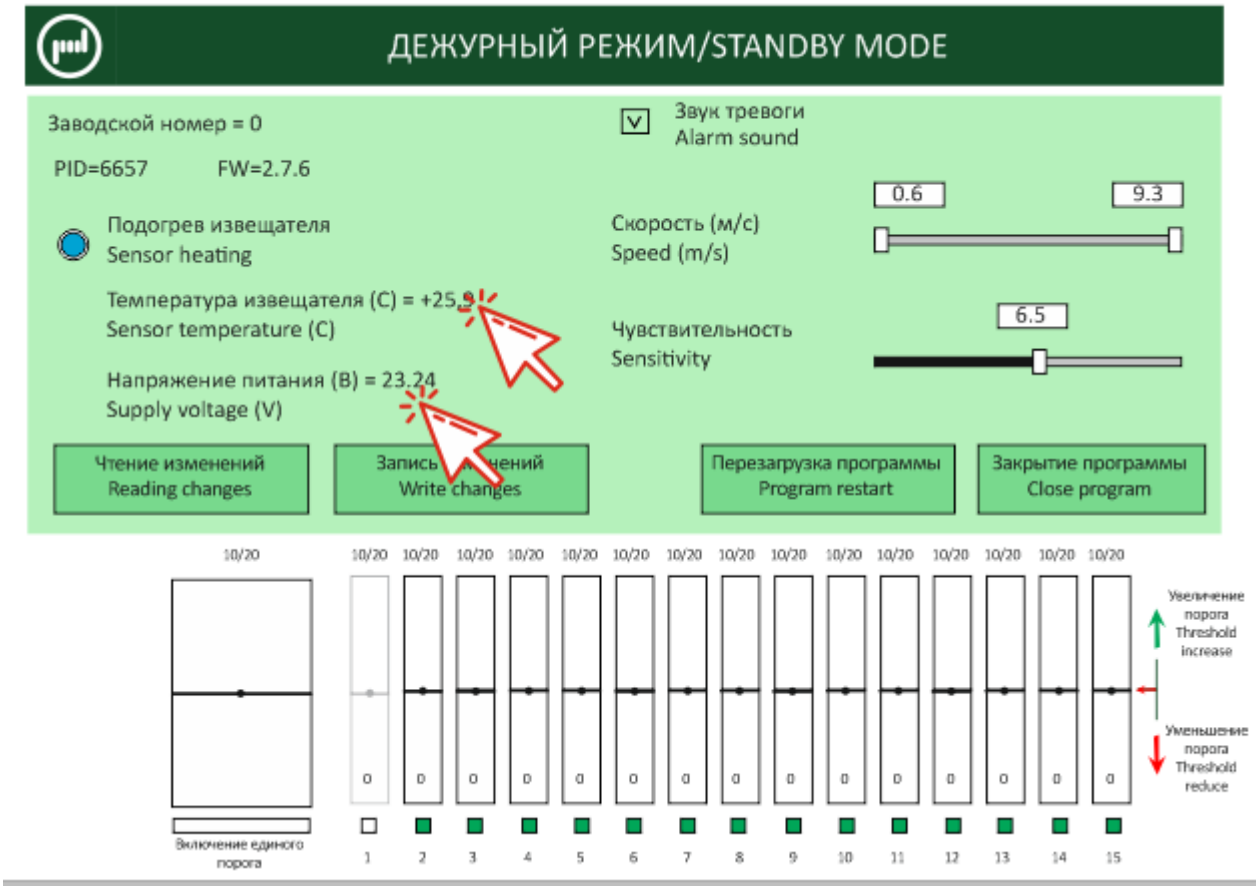

Рис.11.6
11.2.1.5 Если программа соединилась с извещателем, то появятся цифры Температура извещателя и Напряжение питания (рис.11.6).